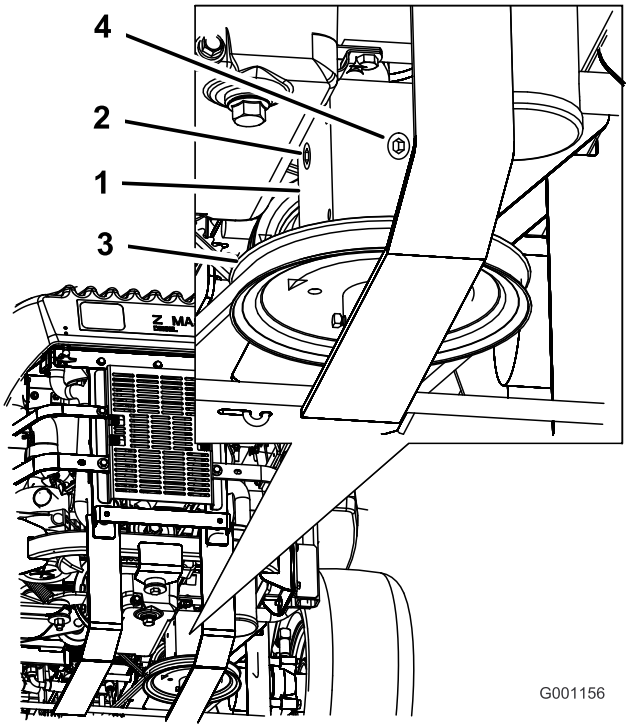

Figur 56
4. Fjern proppen på siden af eller bag på gearkassen (Figur 56).